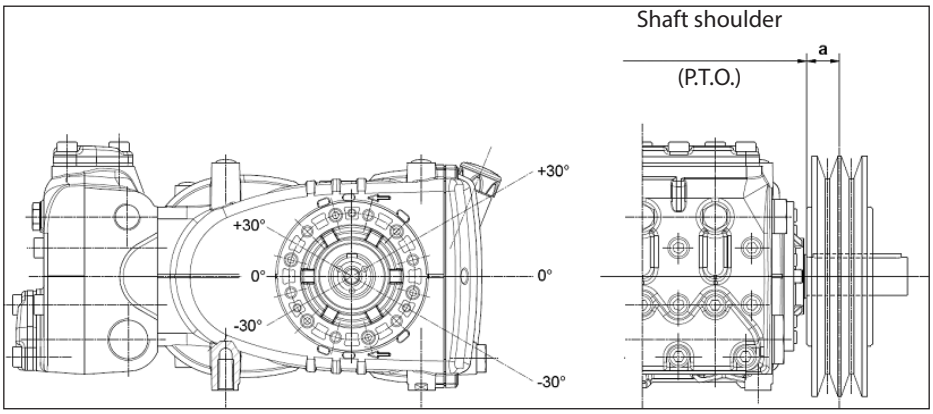

Fig. 10
Minimum duct pulley diameter (on pump shaft): ≥ 160 mm. The radial load on the shaft must not exceed 3000 N (value necessary for Layout definition). The transmission is considered adequate if the load is applied to a maximum distance a=30 mm from the shaft shoulder (P.T.O) as shown in Fig. 10.
b) Use high performance belts – for example **XPB** instead of **SPB** – as a lower quantity of belts for the same transmitted power may be necessary and a consequent shorter resulting distance compared to the shaft shoulder (P.T.O) "a " of Fig. 10.